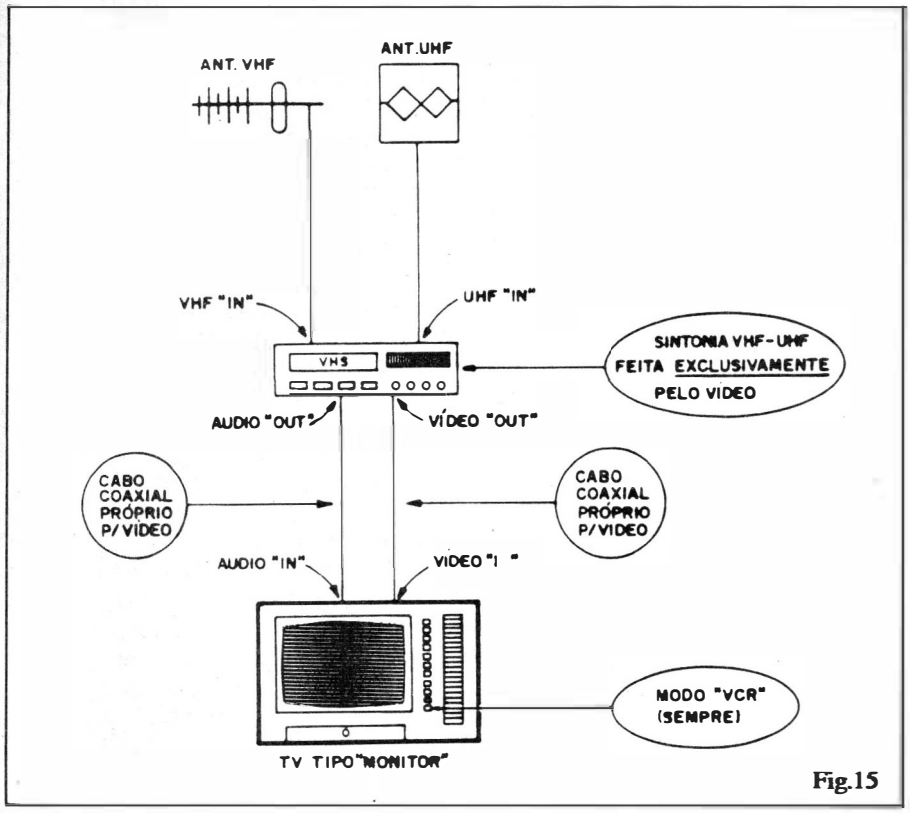

Fig.15
- **FIG. 15** - Qalquer "link" de sinal de alta frequência (VHF ou UHF) via cabo, é sempre um "ponto frágil" nos sistemas de recepção, devido à possibilidade de captações, descasamentos, interferências, "reverbações" do sinal **dentro** da própria cabagem, etc. Assim, quando for possível conduzir os sinais **já processados**, decodificados, e elevados em nível, devemos optar por esse sistema, que permite transferência de sinal com qualidade **muito** superior... Muito dos receptores de TV mais modernos já são dotados de **entradas** específicas para sinais processados de ÁUDIO e VÍDEO (via dois **jaques** RCA, normalmente localizados próximos às entradas "normais" de antena (VHF-UHF). Se o Leitor tem um televisor **desse tipo**, as coisas ficam extremamente simples (e os resultados finais ainda melhores...), desde que também possua um vídeo-cassete. A figura ilustra as conexões a serem feitas: os cabos provenientes das antenas de VHF e UHF são ligados às respectivas entradas (VHF "IN" e UHF "IN"), já a ligação entre o VCR e a TV será então feita via cabos coaxiais de ÁUDIO e VÍDEO, específicos (esses pares de cabos podem ser encontrados nas casas especializadas), dotados de **plugues** (conectores "macho") tipo RCA, nas extremidades. É IMPORTANTE notar que o próprio cabo para o sinal processado de vídeo é **diferente** (em parâmetros elétricos) de cabo usado para o áudio. A identificação de "qual cabo é qual" normalmente é feita pela **cor** dos conetores RCA... Duas das codificações mais usadas:
No arranjo sugerido na fig. 15, é importante que a TV seja **sempre** chaveada para funcionamento como "MONITOR", ou que a tecla "VCR" ou "VÍDEO" seja mantida apertada, junto ao seletor ou teclado da TV. Toda a sintonia (VHF ou UHF) passa a ser feita exclusi-
vamente pelo VCR que, obviamente, só permitirá o funcionamento do sistema, quando estiver **ligado**. As modernas tendências dos fabricantes inclusive na direção de "standartizar" as inter-conexões (sistema de antenas/VCR/TV), levam a - num futuro próximo - praticamente **obrigar** as conexões a serem feitas como na fig. 15.